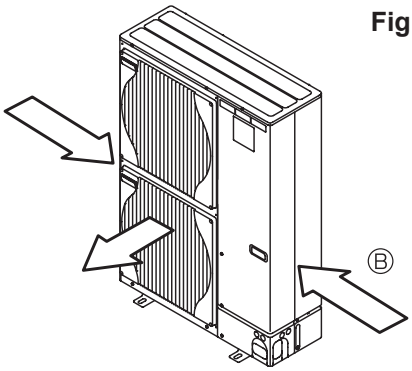

Fig. 3-4
③ По возможности разместите прибор так, чтобы воздух из выходного отверстия выдувался в направлении, перпендикулярном к сезонному направлению ветра. (Fig. 3-4)